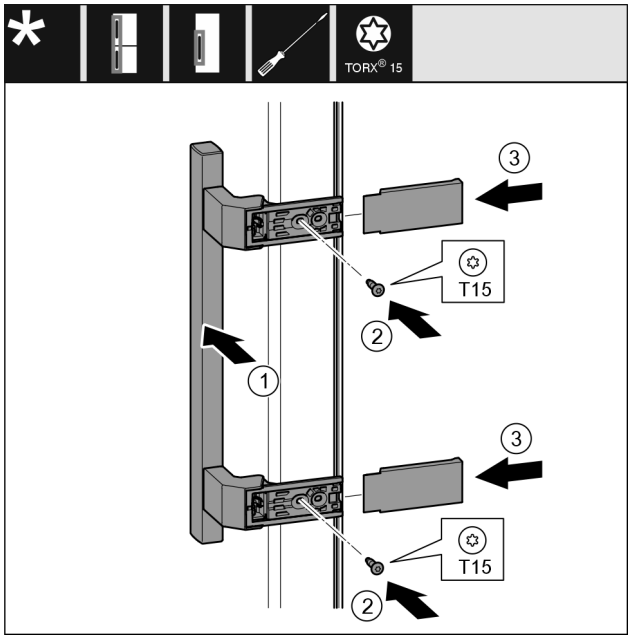

Fig. 22
- ▶ Griff *Fig. 22 (1)* auf der Gegenseite ansetzen.
- ▶ Schrauben *Fig. 22 (2)* mit Schraubendreher fest-schrauben.
- ▶ Abdeckungen *Fig. 22 (3)* seitlich ansetzen und aufschieben.